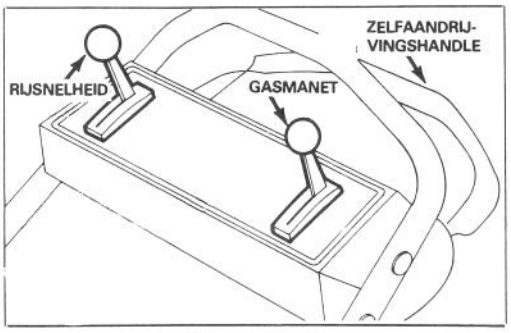

Afbeelding 8
1. BEDIENINGSSYSTEMEN–Rijsnelheidskeuzeknop en zelfaandrijvingsknop bevinden zich op de bovenste handle (Afb. 8). Vingertopstarter bevindt zich op de motor.
2. Druk de hoogspanningsdraad op de bougie en stel de rijsnelheidskeuzeknop bij de zelfrijdende modellen af op "N" (Afb. 8).
4. Rijsnelheid (Afb. 8)–Breng de rigsnelheidsknop in de juiste stand. Nummer "1" is langzaam, "2" is gemiddeld en "3" is snelle
6. STOPPEN (Afb. 8) — Laat de bedieningsstang los om mes en aandrijving te stoppen. Zet rijsnelheidsknop op "N". Zet, om de motor af te zetten, het gasmanet op "AF." Trek de draad van de bougie, wanneer de maaier onbewaakt achtergelaten wordt of niet in gebruik is.